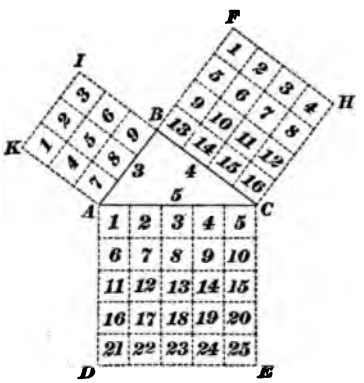

FIG. 28.
58. In any right triangle, the square described on the hypotenuse is equal to the sum of the squares described upon the other two sides. If $A\,B\,C$, Fig. 28, is a right triangle right-angled at B, then the square described upon the hypotenuse $A\,C$ is equal to the sum of the squares described upon the sides $A\,B$ and $B\,C$. Hence, having given the two sides forming the right angle in a right triangle, to find the hypotenuse: